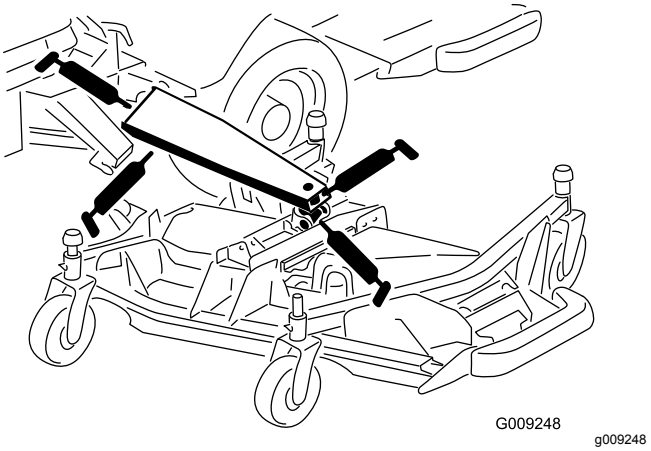

Figur 75
- 3 løftearmens hovedbøsninger (Figur 75)
- 1 løftecylinderbøsning (Figur 75)